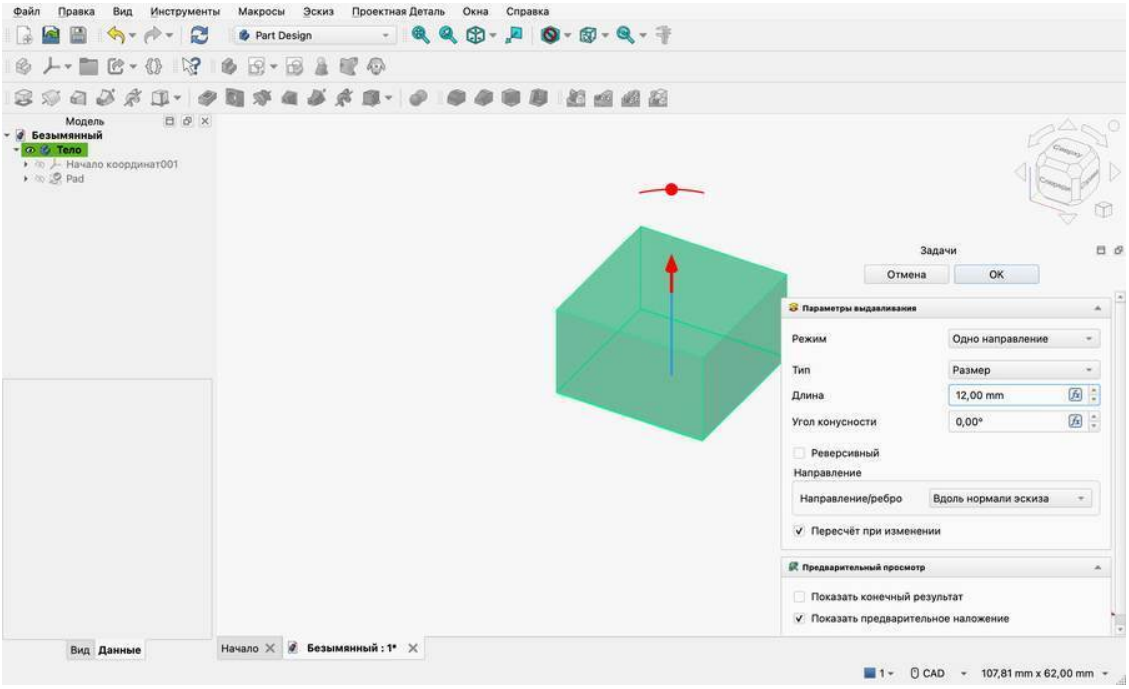

Рис. 3.6 — Выдавливание: параметры в панели «Задачи», предпросмотр в 3D-виде
2. Панель показывает «Параметры выдавливания», а в 3D-виде стоит полупрозрачная зелёная заготовка со стрелкой (рис. 3.6). Это предпросмотр: так будет выглядеть результат. Если заготовка мелкая, приблизьте её колесом мыши.